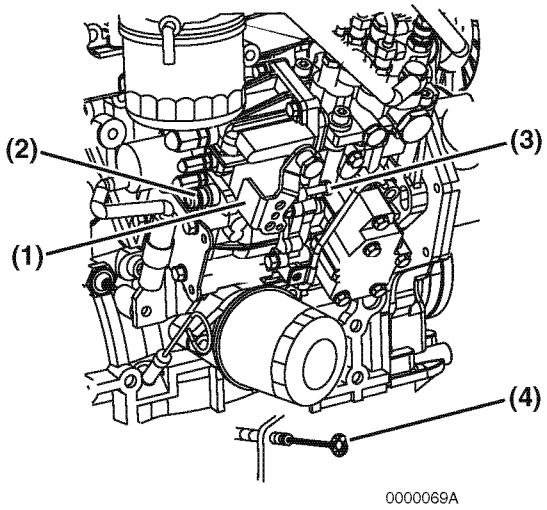

Figure 5-11
1. Check that the governor lever **(Figure 5-11, (1))** makes uniform contact with the high idle **(Figure 5-11, (2))** and low idle **(Figure 5-11, (3))** speed limit screws when the engine speed control is in the high idle speed or low idle speed position.
3. In some engine speed control applications, loosen the throttle cable lock nut **(Figure 5-11, (4))** and adjust the cable so the governor lever makes proper contact with the high / low idle speed limit screw.